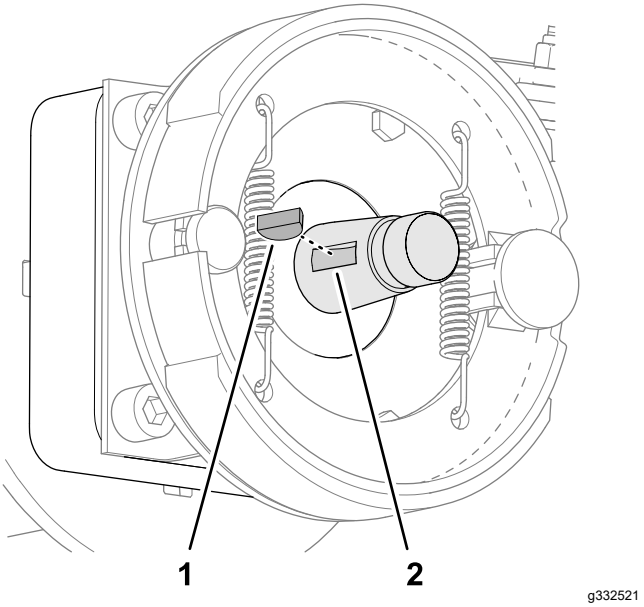

Figur 71
2. Sett inn skivekilen i sporet på hjulmotorakselen (Figur 71).